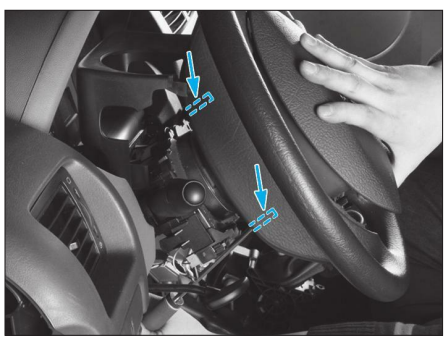

**Fig. 2**
• Engager un tournevis plat dans les cavités situés à l'arrière du volant **(Fig.2)**.